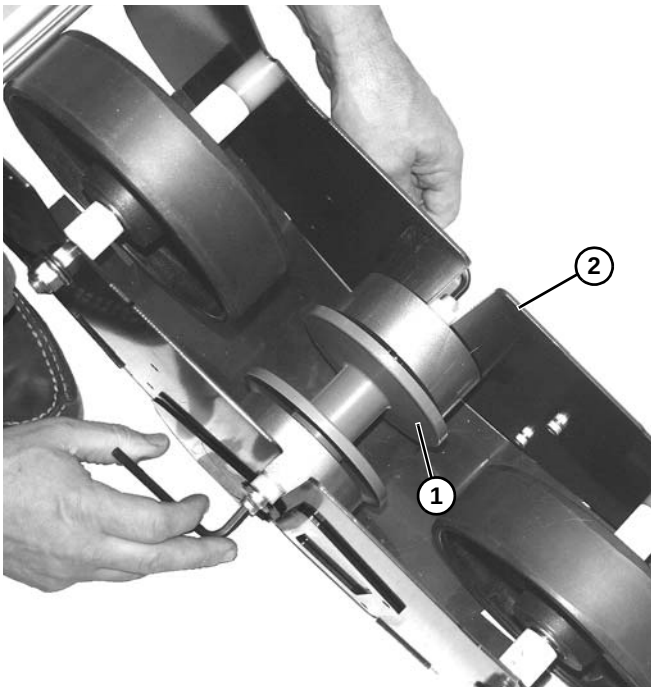

Figure 100
11. Install idler pulley assembly **(Figure 100, item 1)** onto weighted take up assembly **(Figure 100, item 2)**.